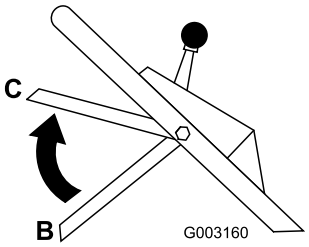

Figura 20
3. Alzate la barra di comando della lama in posizione centrale 13 cm sotto la barra trasversale della maniglia (posizione C nella Figura 20).
4. Rilasciate la barra di comando della lama (posizione B nella Figura 20).